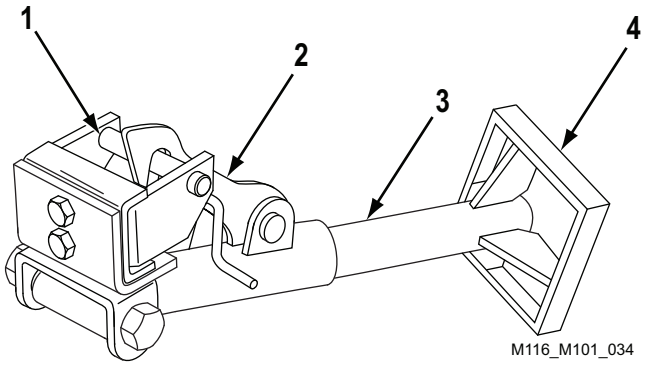

Figure 7. Disengage Rear Stabilizer.
2. If equipped with rear stabilizer (Figure 7, Item 3), turn foot assembly (Figure 7, Item 4) as far as it will go into rear stabilizer (Figure 7, Item 3). Swing rear stabilizer (Figure 7, Item 3) up until latch hook (Figure 7, Item 2) hooks onto up-latch pin (Figure 7, Item 1).